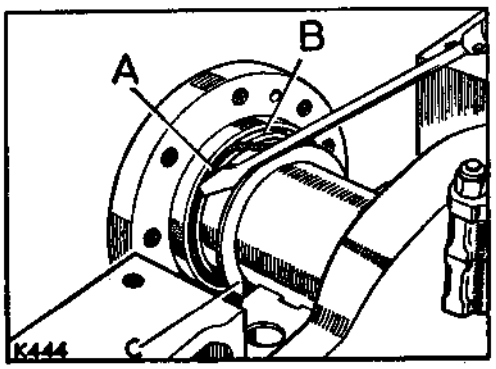

**Fig. A1-121. Fitting garter spring to recess**
1. Assemble the garter spring on the oil seal journal of the crankshaft, laying the spring around the journal, with the hook and the eye adjacent to one another, then insert the hook into the eye. See Fig. A1-121. Care must be taken to ensure that during this operation the spring is not stretched at all.